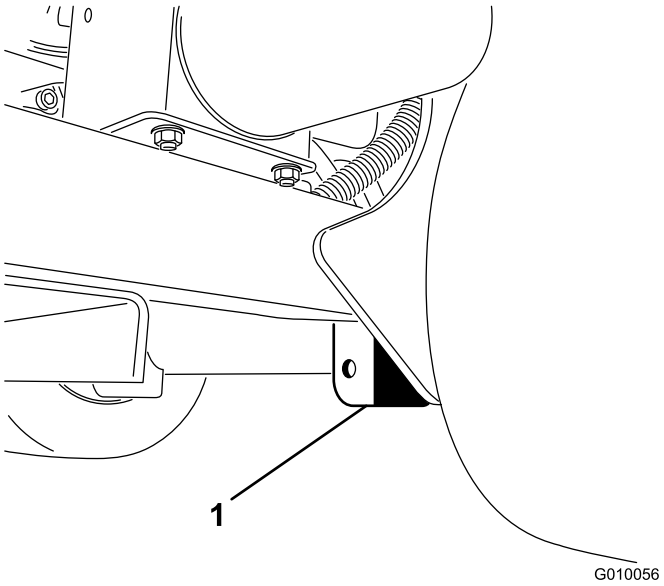

Figuur 41
2. Plaats de krik stevig onder het frameplaat net aan de binnenkant van het achterwiel (Figuur 41).